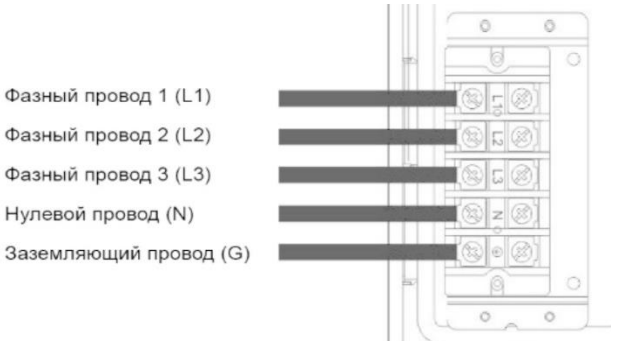

Рис.9. Подключение прибора
- Подключайте электрический котел к электропитанию в строгом соответствии со схемой подключения к электросети (Рис.9).
- Схема подключения сетевого кабеля к клеммной колодке указана в Рис. 9.
- Подключение L1-L2-L3-N-G сверху «Вниз», согласно Рис. 9.